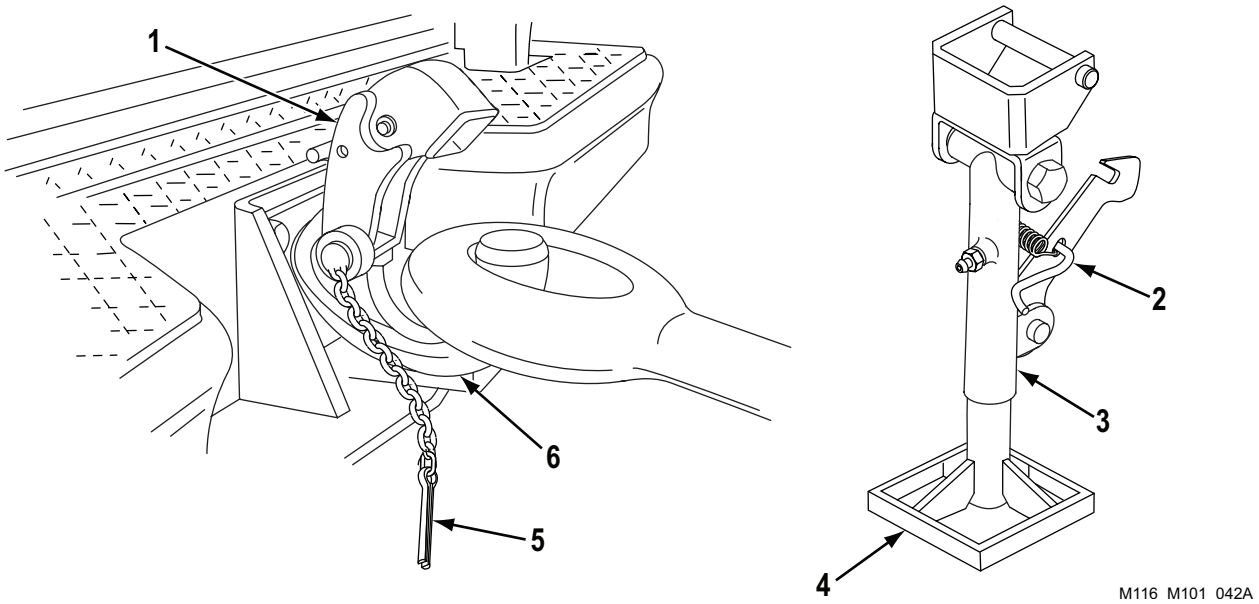

Figure 16. Uncouple Trailer from Prime Mover.
8. Pull out on release handle (Figure 16, Item 2), and lower rear stabilizer (Figure 16, Item 3). Turn foot assembly (Figure 16, Item 4) until it firmly contacts ground.
9. Remove safety pin (Figure 16, Item 5) from pintle hook (Figure 16, Item 6).
10. Pull up on locking latch (Figure 16, Item 1) and open pintle hook (Figure 16, Item 6).